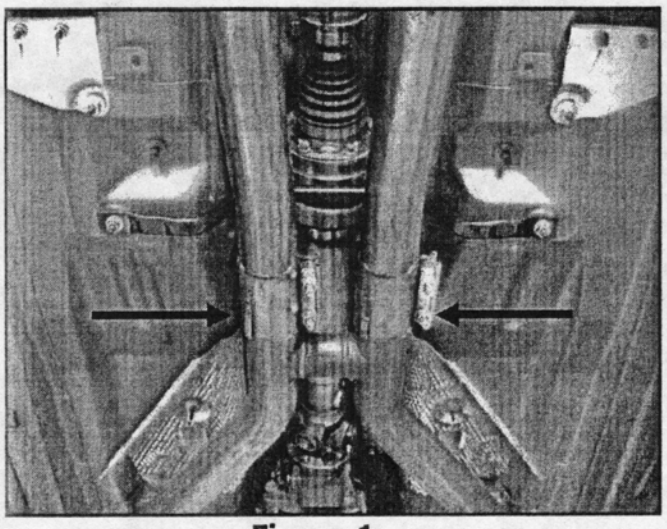

**Figure 1**
1. Loosen the two (2) clamps shown in Figure 1 located just behind the h-pipe.